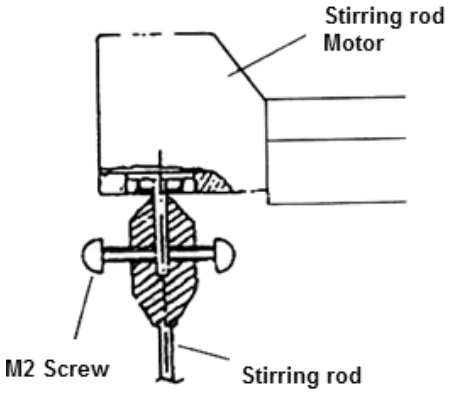

Figure 10-4-28
d)Insert the new mixer until its end touches the bottom of the shaft of the motor. Then, fix it using M2 screw as Figure 10-4-28 shows: